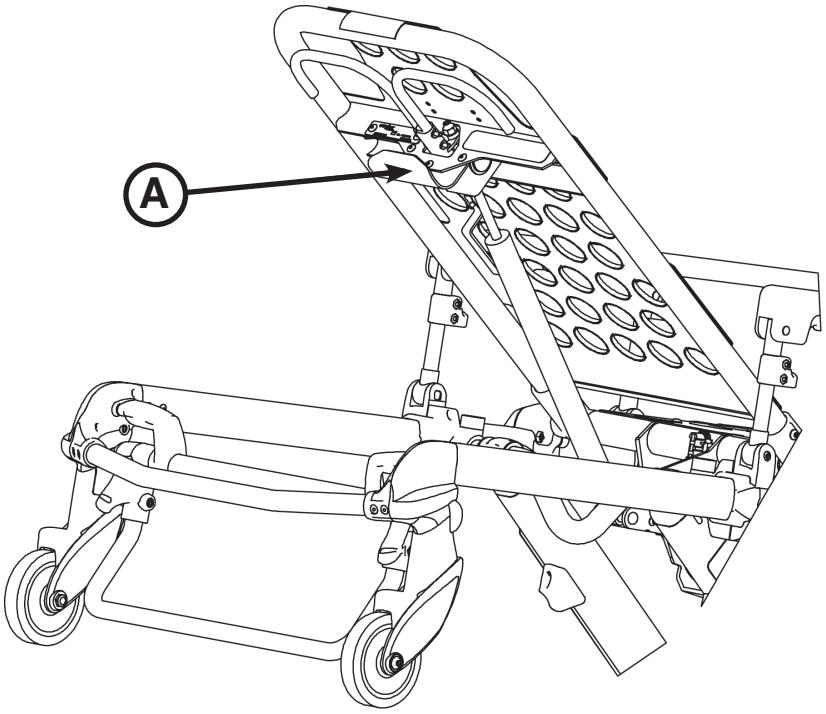

Figur 60
Brug udstyrskrogen (A) (se Figur 60) til ophængning af ekstra tilbehør eller udstyr som f.eks. defibrillatorer eller monitorer.